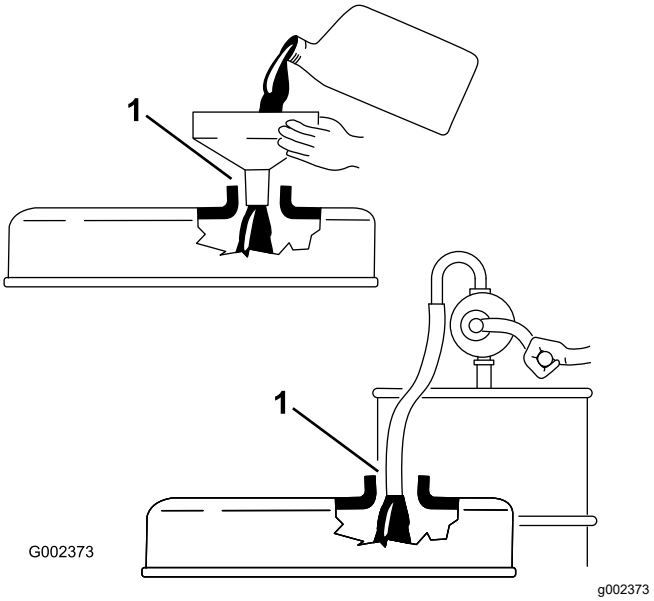

**Figura 36**
***Importante:*** **Al añadir aceite de motor o al cambiar el aceite, debe haber holgura entre el dispositivo de llenado de aceite y el orificio de llenado de la tapa de las válvulas, según se muestra en Figura 36. Esta holgura es necesaria para permitir la ventilación durante el llenado, lo cual evita que el aceite se derrame sobre el respiradero.**